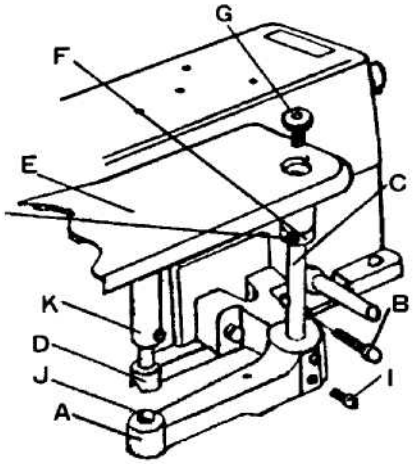

Рис. 3
(4) Регулировка компонентов рабочей платформы (рис. 3)